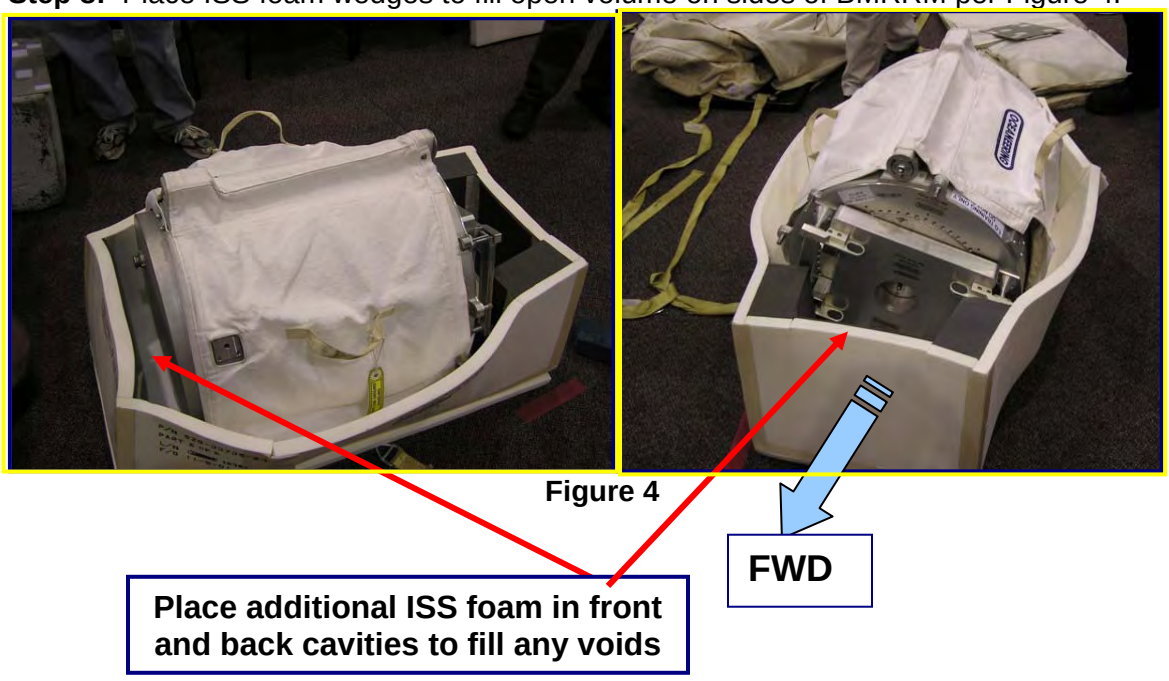

Figure 4
Step 8: Place ISS foam wedges to fill open volume on sides of BMRRM per Figure 4.